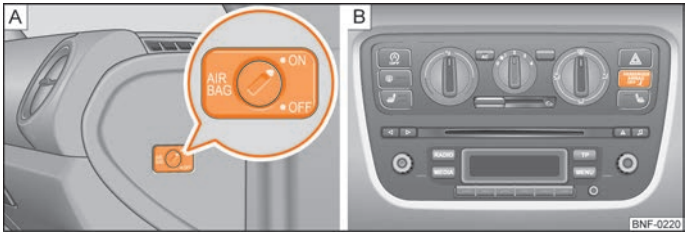

Fig. 80 A - Key switch/B - warning light
- The deactivated airbag is indicated by the illumination of the warning light PASSENGER AIR BAG OFF in the middle of the dash panel ⇒ Fig. 80.
– Turn the slot of the key switch using the vehicle key in the position **OFF** ⇒ Fig. 80 - A.
– Check whether the warning light PASSENGER AIR BAG OFF in the middle of the dash panel lights up when the ignition is switched on ⇒ Fig. 80 - B.
– Turn the slot of the key switch using the vehicle key in the position **ON** ⇒ Fig. 80 - A.
The airbag warning light is located in the middle of the dash panel ⇒ Fig. 80 - B.